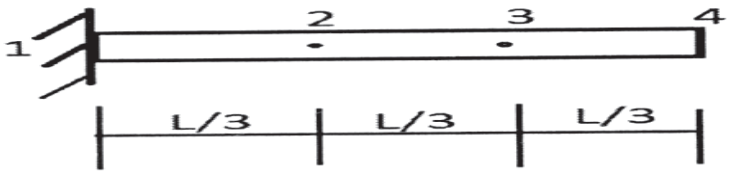

Figure:5
b) Find the natural frequency of longitudinal vibration using lumped mass matrix method with three elements of bar as shown in figure 5. Take E =2 × 10^{11}N/m^2, ρ = 7800kg/m^3, L= 1A = 30×10^{-6}m$^{2.}$ **[10]**